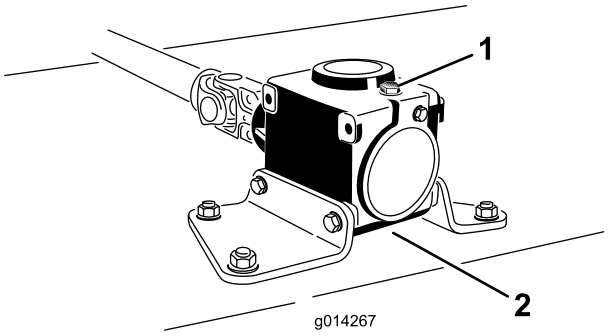

Figura 42
6. Togliete il tappo di riempimento/asta di livello da sopra gli ingranaggi (Figura 42) e verificate che il lubrificante si trovi tra i segni riportati sull'asta.
6. Togliete l'asta di livello/tappo di riempimento da sopra gli ingranaggi (Figura 42).